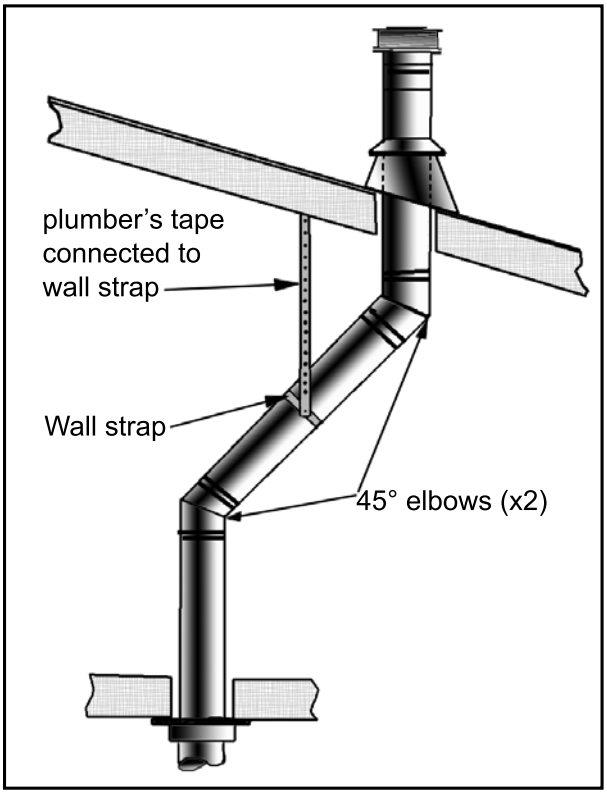
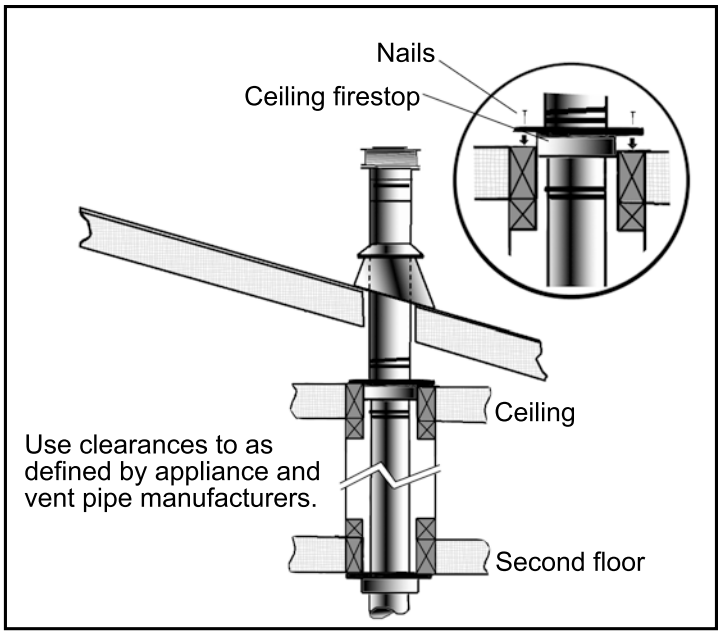

Figure 32: Use of Wall Straps.
Figure 33: Multi-Story Vent Pipe Installation.
(1) If an offset is necessary in the attic to avoid obstructions, it is important to support the vent pipe every 3 feet (914 mm), to avoid excessive stress on the elbows, and possible separation. Wall straps are available for this purpose (see Figure 32).
(2) When ever possible, use 45° degree elbows instead of 90° degree elbows. The 45° degree elbow offers less restriction to the flow of flue gases and intake air.
(3) For multi story installations; a ceiling firestop is required at the second floor, and any subsequent floors (see Figure 33). The opening should be framed to 10" (254 mm) x 10" (254 mm) inside dimensions, in the same manner as shown in Figure 23.
(4) Any occupied areas above the first floor, including